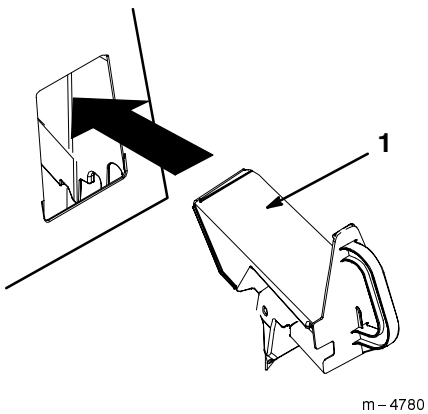

Figur 19
4. Sett resirkuleringspluggen i åpningen slik som vist i Figur 19.